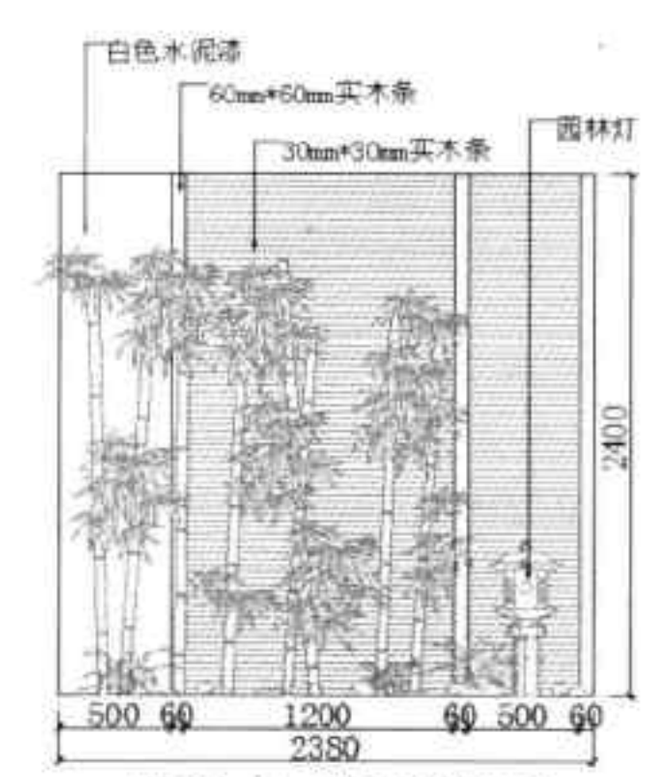

图20-64 添加文字标注
Step 14 执行“快速引线”命令，对图形进行文字标注，如图 20-64 所示。